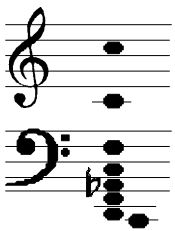

Fig. 1: *Subharmonics* of an audio signal with pitch C5
❶ **CV In** : Control voltage input
❷ **In** : Audio input (preferably the rectangle output of a VCO or LFO), i.e. the master frequency for the divider
❸ **Out** : Audio output of the frequency divider (rectangle)
① Manual
With knob ① the **divisor N** is **manually** adjusted. **Integer division** of an audio frequency leads to the so-called **subharmonics**. The table in fig. 1 shows the subharmonic frequencies and pitches of an audio signal C5 (= 523,2 Hz) as master frequency input for the A-163.